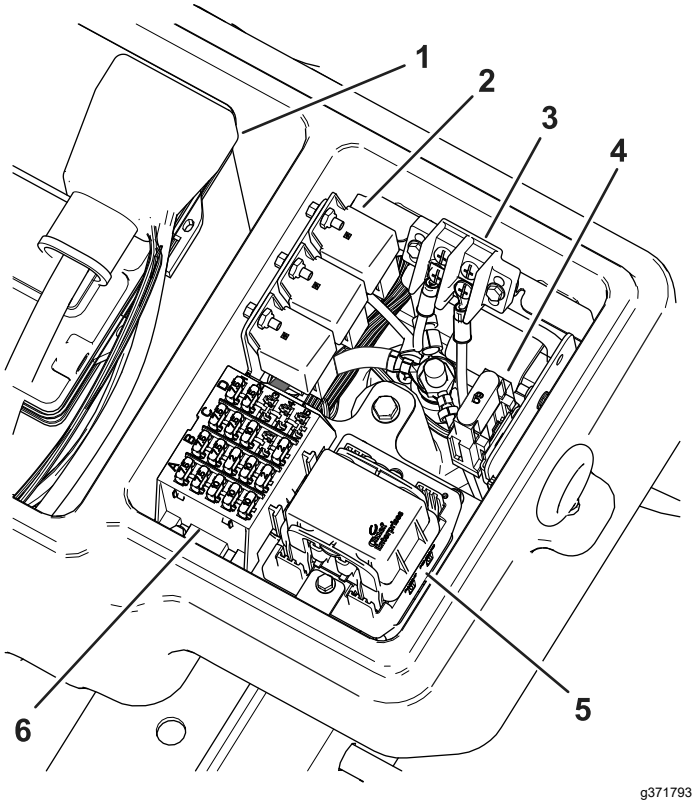

Figur 18
2. Fjern relæerne, sikringsblokken, jordblokken og sikringsholderen fra stålpladen i sikringsrummet ved siden af batteriet (Figur 18).